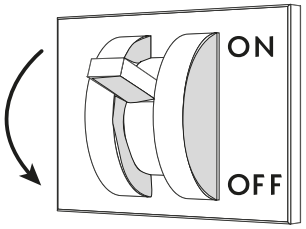

Fig. 18
- Togliere la tensione elettrica al banco tramite l'interruttore sezionatore generale a parete ("Fig. 18").